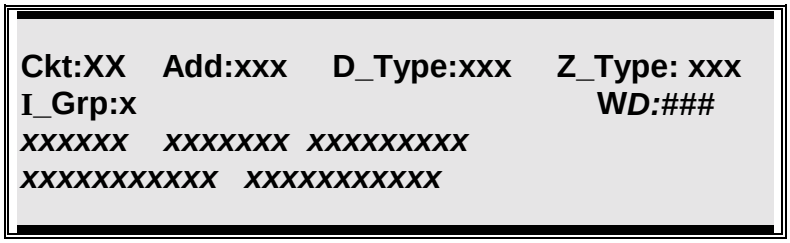

Figure 10
8. Use the up/down arrow keys or enter the three digit word number to select text entries from *text word dictionaries* "W1" through "W5:". The ## represents the text entry number in dictionary *D.* See Figure 10.
>>**NOTE: The "W*D*" field is not displayed until the cursor is placed in its field. When the dictionary 1 through 5 is selected "W*D*" will be shown on the lower right hand corner of the display. See Figure 10.**